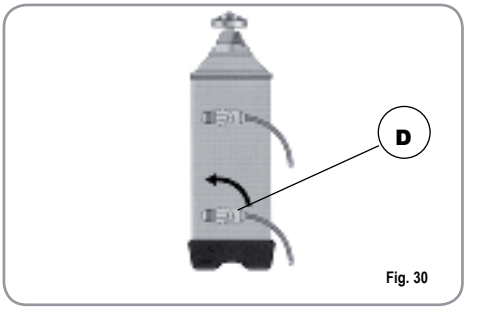

Fig. 30
3) Riportare quindi la leva D verso sinistra (Fig. 30).